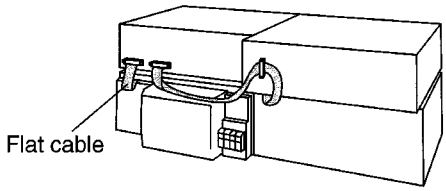

Fig. 8-2.
– Insert the flat cables at the back of the unit in the order indicated. Refer to Fig. 8-2.